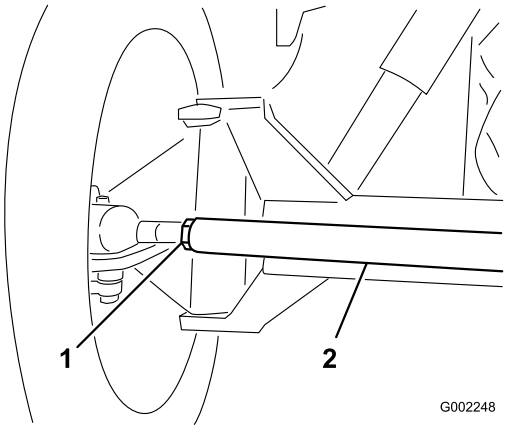

Figur 50
3. Hvis målene ikke faller innenfor det spesifiserte området, løsne låsemutteren i begge ender av parallellstaget (Figur 50).